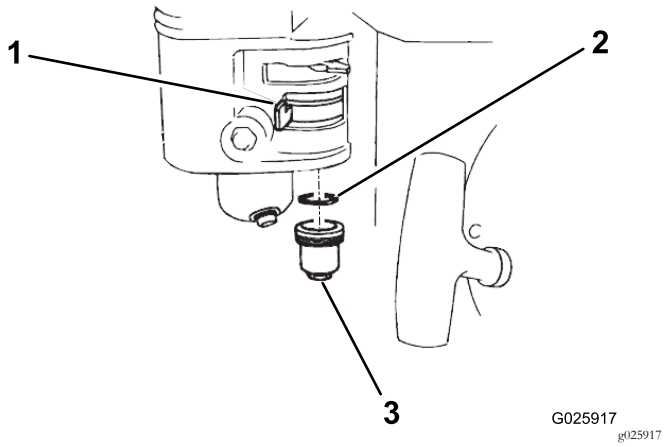

Figur 35
1. Vrid bränslekranen till AV-läget och ta därefter bort bränslesedimentskålen och O-ringen (Figur 35).